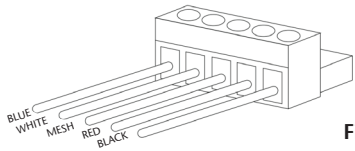

Fig. 5
2. Conectar los conductores individuales del cable CAN BUS al conector macho enchufable de 5 polos proporcionado de acuerdo al siguiente esquema (fig. 5).
3. Sujetar el cable a la carcasa proporcionada atornillando la pletina de retención (2) y cierre la carcasa.